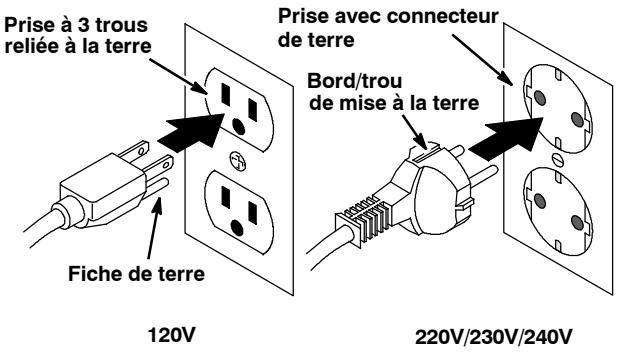

FIG. 3
1. Branchez le cordon d'alimentation dans une prise murale munie reliée à la terre (Figure 3).